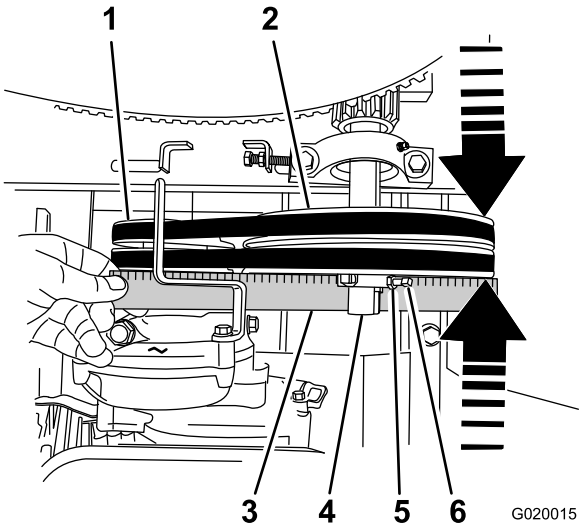

Figure 76
2. Place a straightedge across the face of the engine pulley and the idler pulley (Figure 76).
B. Loosen the locknuts and setscrews that secure the idler pulley to the idler shaft (Figure 76).
C. Using a soft-face mallet, tap the idler pulley forward or backward along the idler shaft until the engine pulley and the idler pulley are aligned to the straight edge (Figure 76).
D. Tighten the setscrews and locknuts that secure the idler pulley to the idler shaft (Figure 76).